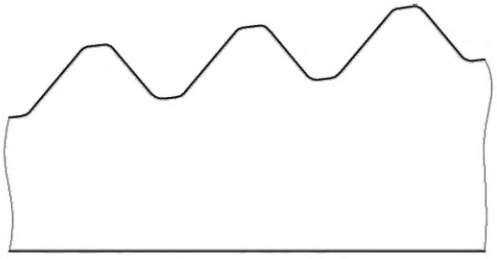

Рисунок 8
5.8 **замковая резьба:** Плоскосрезанная треугольная резьба замкового резьбового соединения (см. рисунок 8). tool-joint thread